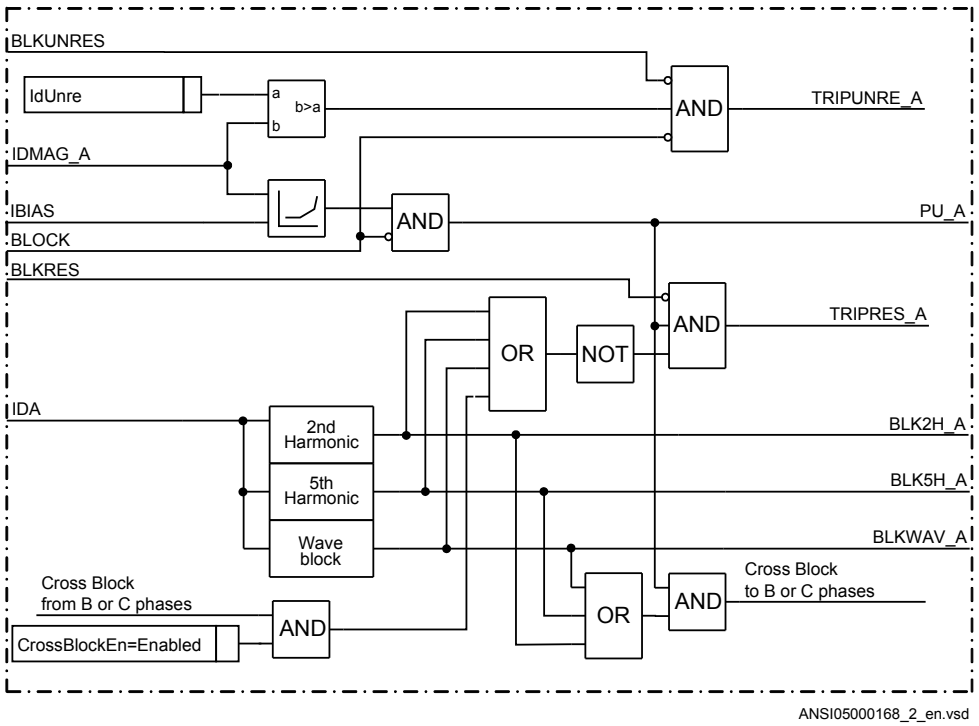

Figure 39: Transformer differential protection simplified logic diagram for Phase A
Logic in figures 39, 40, 41 and 42 can be summarized as follows:
5. If a pickup signal is issued in a phase (see signal PU_A), even if the fault has been classified as an external fault, then the instantaneous differential current of that phase (see signal ID_A) is analyzed for the 2nd and the 5th harmonic contents (see the blocks with the text inside: 2nd Harmonic; Wave block and 5th Harmonic). If there is less harmonic pollution, than allowed by the settings *I2/I1Ratio*, and *I5/I1Ratio*, (then the outputs from the blocks 2nd harmonic and 5th harmonic is 0) then it is assumed that a minor simultaneous internal fault must have occurred. Only under these conditions a trip command is allowed (the signal TRIPRES_A is = 1). The cross-block logic scheme is automatically applied under such circumstances. (This means that the cross block signals from the other two phases B and C is not activated to obtain a trip on the TRIPRES_A output signal in figure 39)